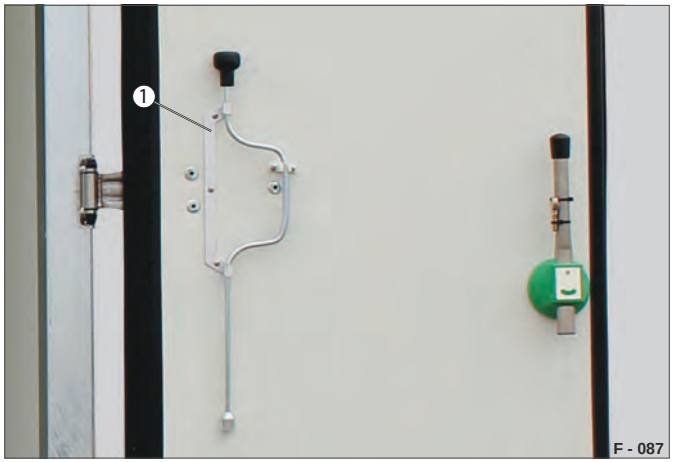

Fig. 29 Håndsving, sikret
▶ Tag håndsvinget ud af håndsvingsbeslaget (Fig. 29 /1).